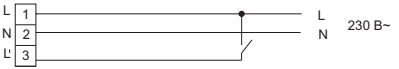

Рисунок 4
4.7 Непостоянный аварийный режим работы (рисунок 4):
– фазный некоммутированный проводник сети – подключить к контактному зажиму (L);
– нейтральный проводник сети – подключить к зажиму (N).